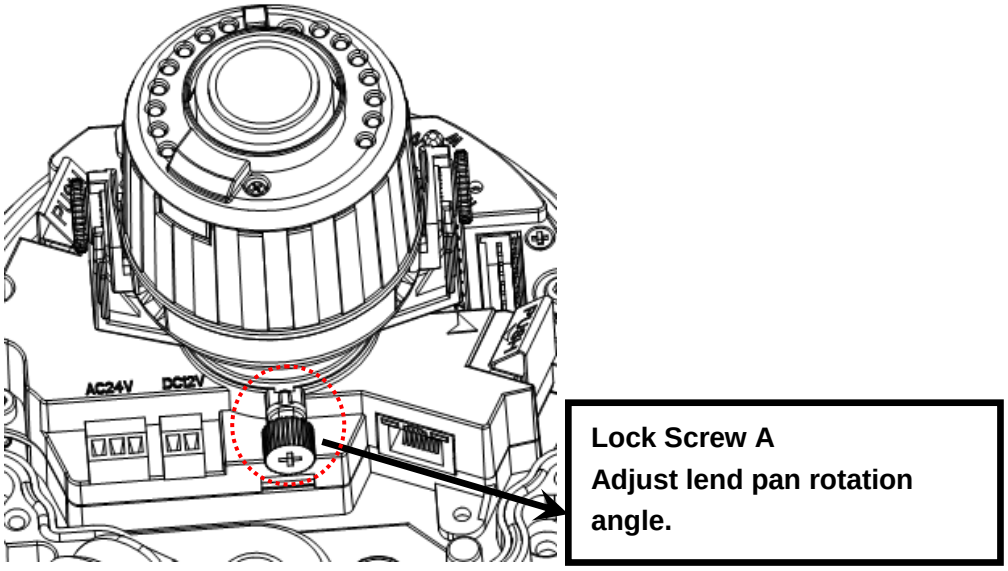
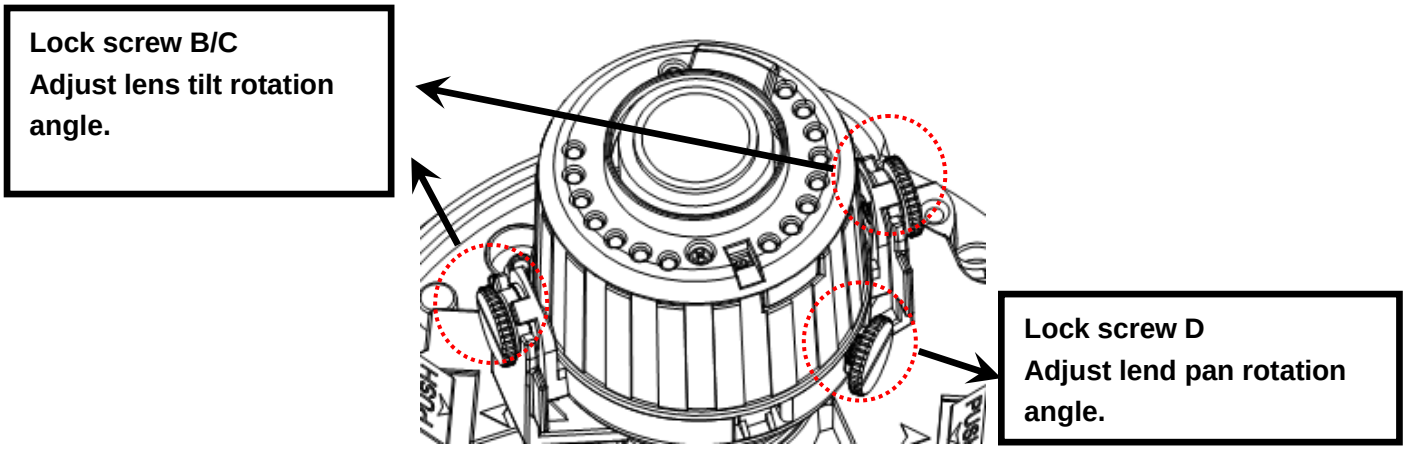

Figure 3-6 Installation 4
Figure 3-7 Installation 5
b) Lens pan rotation angle setup. Please refer to Figure 3-6 to unfasten the lock screw A and adjust the pan monitor angle to the proper position. Then fix the lock screw A. The pan angle ranges from 0°~+350°.
c). Lens tilt rotation angle. Please refer to Figure 3-7 to unfasten the lock screw B and lock screw C and adjust the tilt monitor angle to the proper position. Then fix the lock screw B and lock screw C. The tilt angle ranges from -23°~+73°.
d). Image pan rotation angle setup. Please refer to Figure 3-7 to turn lock screw D to adjust the video pan angle. Then fix the lock screw B and C. The video pan angle ranges from 0°~+350°.
Please note Figure 3-6 and Figure 3-7 is based on the IR motorized zoom camera. For the IR manual zoom camera and non-IR series product, the lock screw position and the lens angle adjustment are the same.